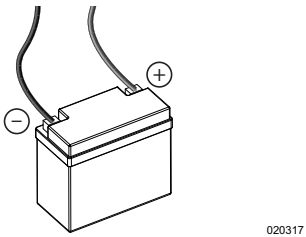

Figure 4-8. Battery Cables
11. See ***Figure 4-8***. Inspect battery terminals and cables for tightness and corrosion. Tighten and clean as necessary.